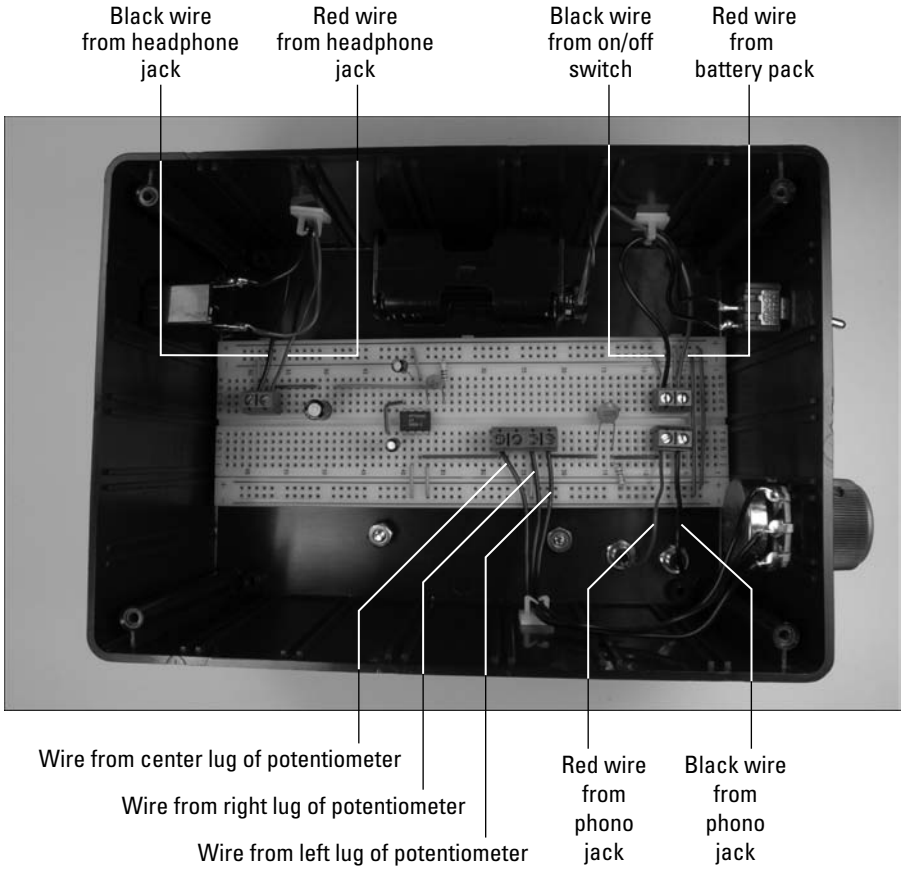

Figure 6-18: Connect the headphone jack, potentiometer, on/off switch, and battery pack to the breadboard.
3. **Insert the wires from the headphone jack, potentiometer, phono jacks, battery pack, and the on/off switch to the terminal blocks on the breadboard, as shown in Figure 6-18.**